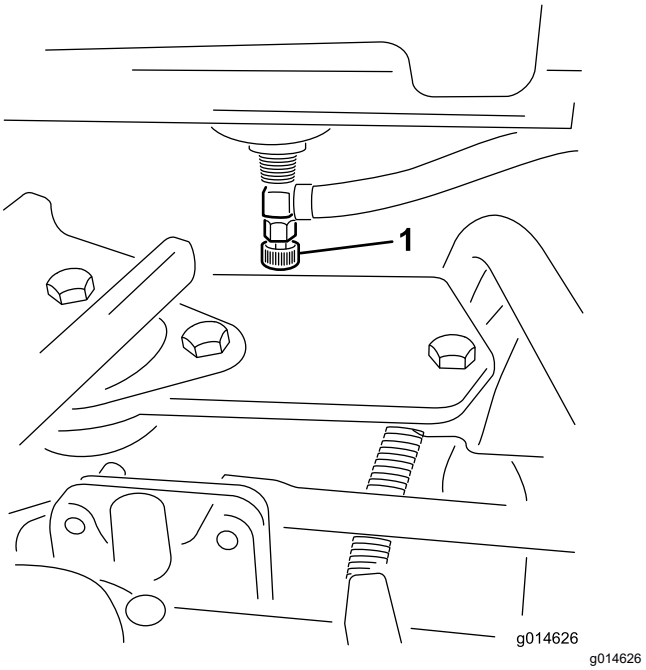

Figura 35
1. Chiudete la valvola di intercettazione del carburante (Figura 35) sotto il serbatoio del carburante.